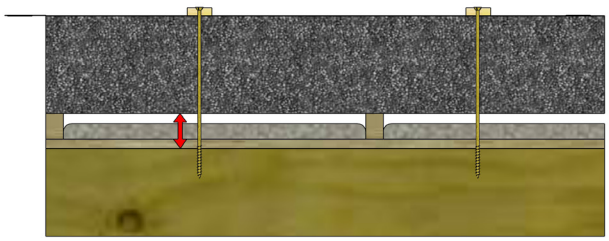

Figuur 10 - Detail extra schroeflengte
- Bij toepassing van het Unidek Reno Dekfolie dakelement over reeds aanwezige tengels / ribben moet rekening worden gehouden met een extra schroeflengte waarmee de benodigde hechtlengte in de onderconstructie wordt geborgd. Deze extra schroeflengte is afhankelijk van de dikte van het bestaande dakbeschot (zie figuur 10). Advies over extra schroeflengte is opvraagbaar bij de technisch adviseurs van Kingspan Unidek.